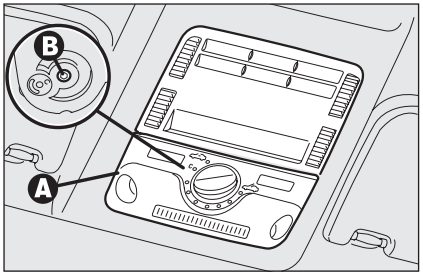

rys. 89
- ❒ Nacisnąć w odpowiednich nacięciach w lampie sufitowej, aby odłączyć zaczepy sprężyste i wyjąć przednią lampę sufitową **A-rys. 89**.